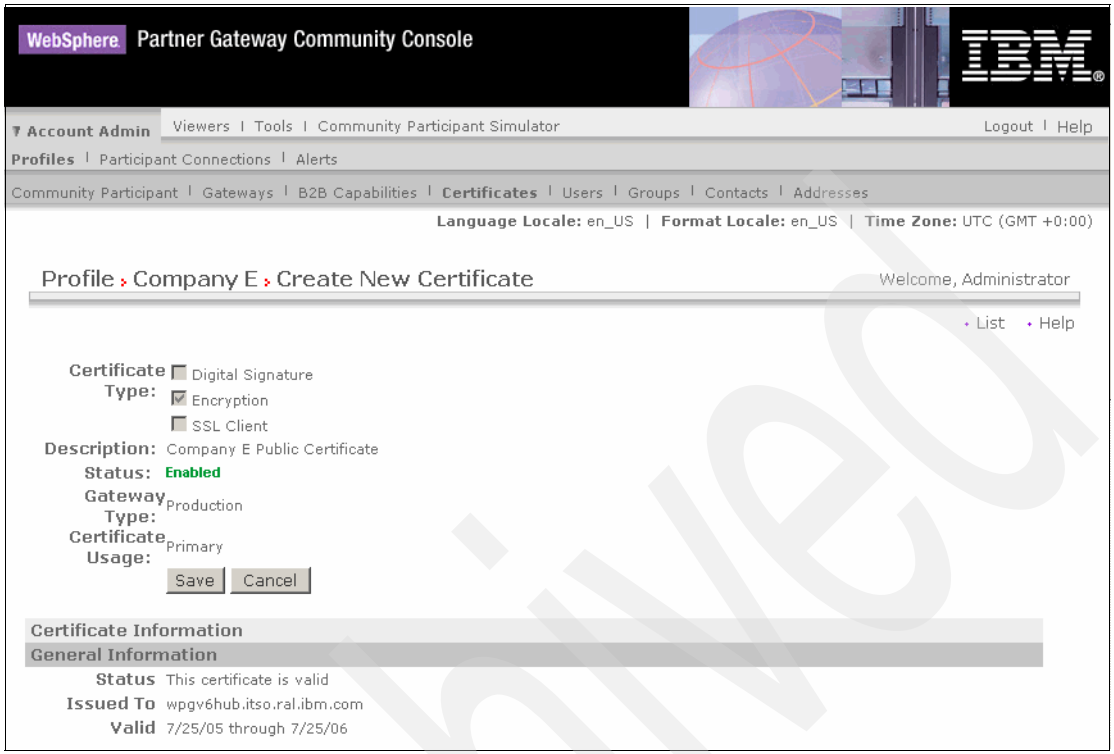

Figure 8-18 Saving the uploaded certificate (1 of 2)
5. The certificate is now analyzed by the server of our partner. Review this analysis as shown in Figure 8-18 on page 223 and Figure 8-19 on page 224, and click **Save**.